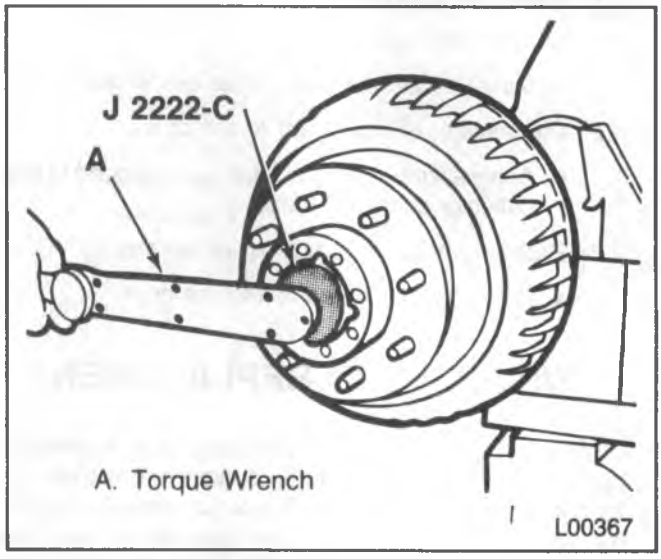

Figure 34—Tightening the Adjusting Nut
- Adjusting nut (58) to 68 N•m (50 ft. lbs.). Tighten with J 2222-C (figure 34) while rotating the hub assembly, making certain the bearing cones are seated and in contact with the spindle shoulder.